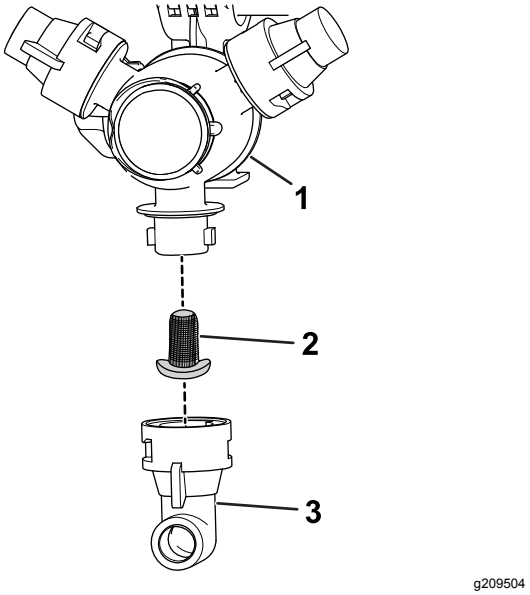

Figur 98
2. Fjern dysen fra sprederhodet (Figur 98).
3. Ta av dysefilteret (Figur 98).
5. Monter dysefilteret (Figur 98).
6. Monter dysen på sprederhodet (Figur 98).